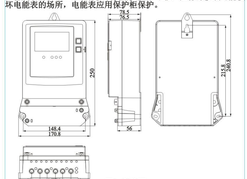

图3 安装图
2.3.2 电能表安装在室内通风干燥的地方，用三个螺钉固定，按下图3所示的安装尺寸在底板上先钻好孔，底座应固定在坚固、耐火、不易震动的物体上，确保安装使用安全，可靠，在有污秽或可能腐蚀电能表的场所，电能表应用保护箱保护。